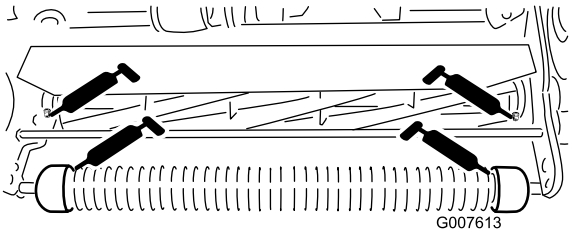

Figur 14
- 2 på frontrullen (Figur 14)
- 2 på knivcylinderens lejer (Figur 14)